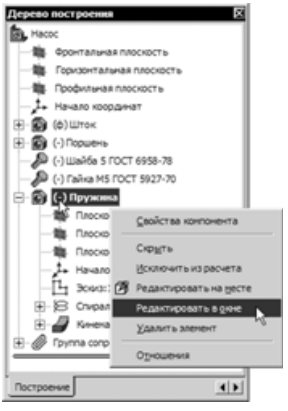

Рис. 8.41
- Щелкните правой кнопкой мыши на компоненте **Пружина** в дереве построения и выполните из контекстного меню команду **Редактировать в окне** (рис. 8.41).